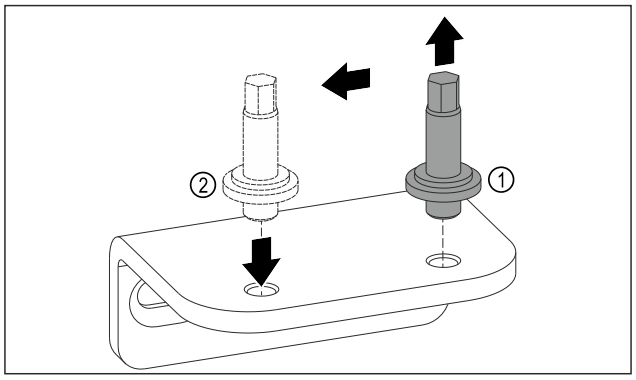

Fig. 13
- ▶ Deșurubați și demontați bolțurile de pe suportul inferior de lagăr cu cheia cu hexagon exterior SW5. *Fig. 13 (1)*
- ▶ Montați bolțurile pe partea opusă. *Fig. 13 (2)*